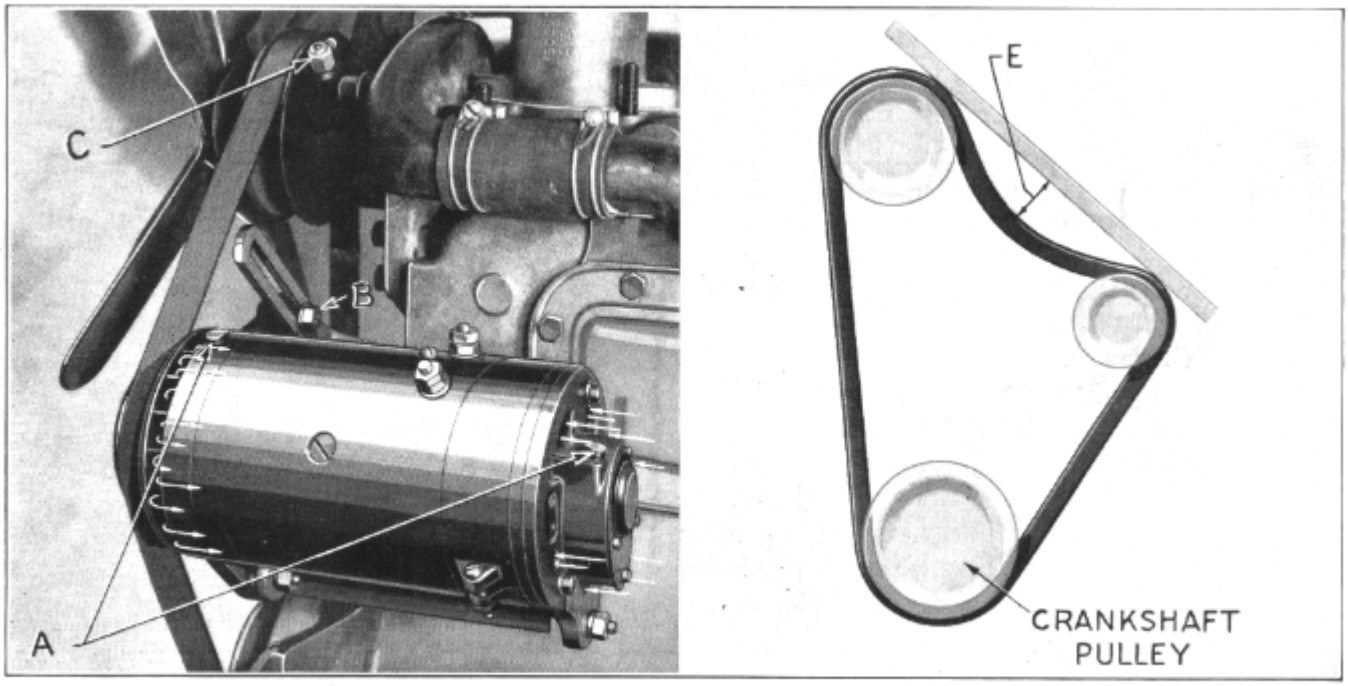

Figure 2—Generator Hub and Fan Belt Adjustment
Generators are provided with hinged top oilers over the bearing at either end. Lubrication should include a few drops of light engine oil in each oiler (A), (Figure 2).
Check fan belt adjustment. The sag should be 1" as shown at (E) in Figure 2.